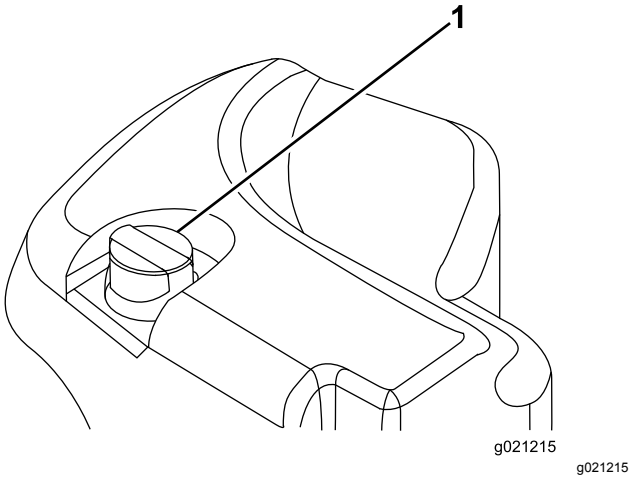

Figur 67
2. Gör rent omkring påfyllningsröret och hydraultanklocket (Figur 67).